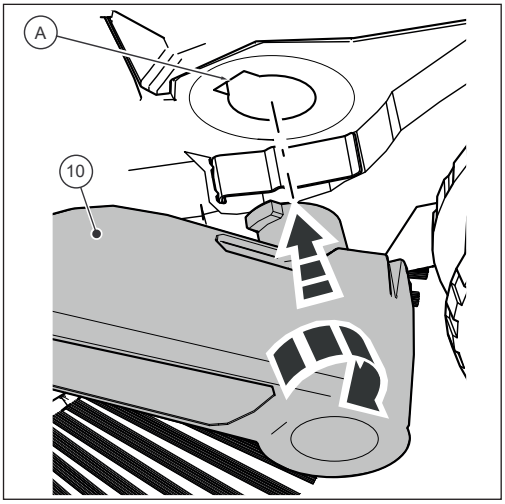

Abb. 2: Griffbeschläge montieren
1. Positionieren Sie die Griffbeschläge (10) wie in der Abbildung 2 dargestellt.
2. Führen Sie die Griffbeschläge (10) in dieser Position bis zum Anschlag in die dafür vorgesehene Aufnahme (A) der Kehrmaschine ein.